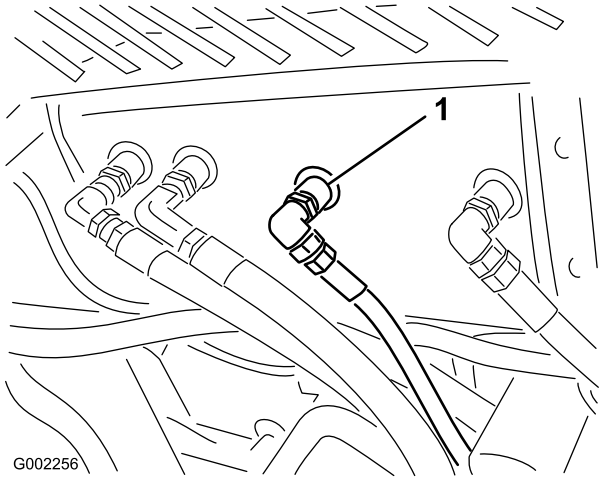

Bild 60
2. Reinigen Sie den Bereich um einen Hydraulikschlauchanschluss unten am Hydraulikötank (Bild 60).
4. Nehmen Sie das Schlauch-Anschlussstück vom Tank ab und lassen Sie das Öl in die Wanne laufen (Bild 60).